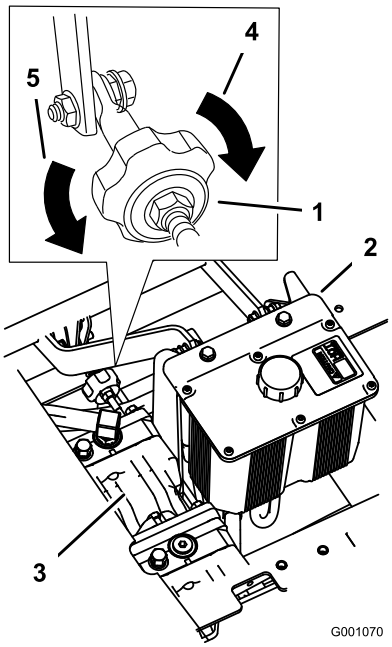

Figur 71
2. Ställ in pumpstavslängden genom att vrida ratten i lämplig riktning tills hjulet står stilla eller långsamt roterar bakåt (Figur 71).